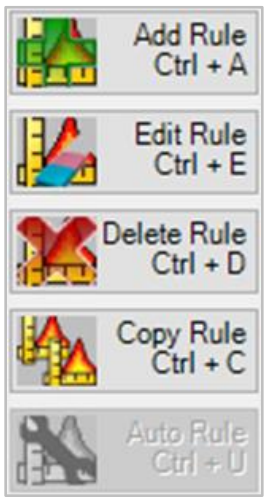

Figure 7-20. *Rule input options.*
LFTFC users can select from the following **Rule** input options: **Auto Rule**, **Add Rule**, **Edit Rule**, **Delete Rule**, and **Copy Rule** (Figure 7-20).
- Rule inputs are selected by clicking one of the icons at the top left of the Fuel Rules dialog box (Figure 7-20).
- To use the Add Rule option, click the **Add Rule** icon (Figure 7-20).
- To use the Edit Rule option, click the **Edit Rule** icon on the Fuel Rules dialog box (Figure 7-20).